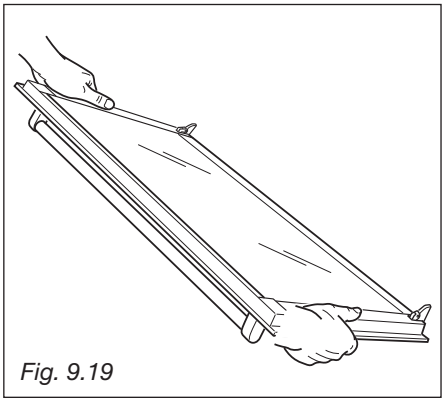

Fig. 9.19
1. Afferrare saldamente la porta (fig. 9.19).